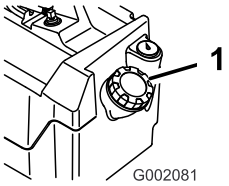

**Figure 21**
2. Clean the area around the fuel tank cap (Figure 21).